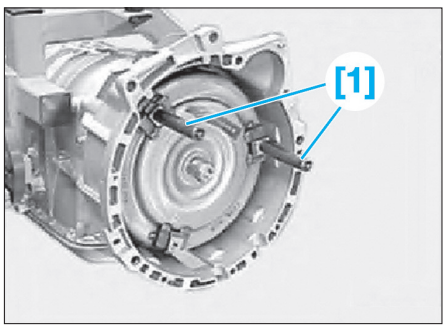

Fig. 18
• Visser l'outil [1] dans le convertisseur de couple **(Fig.18)**.